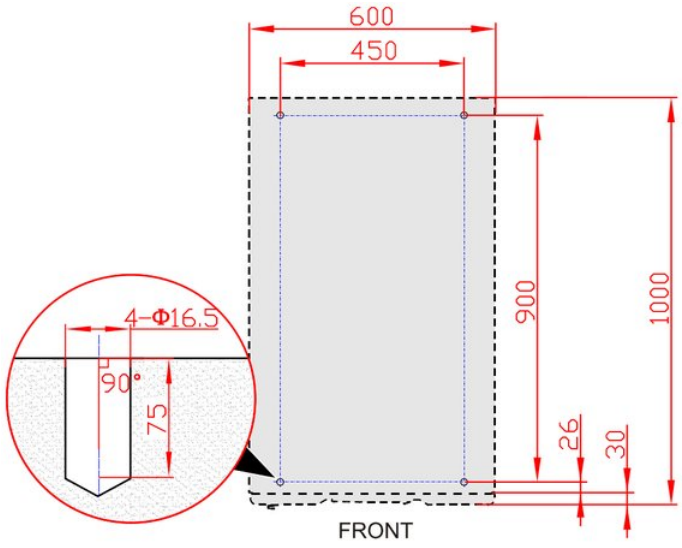

FIGURE 3-17 Bottom installation size (bottom view of pedestal)
2. With a hammer drill, drill four Φ16.5 mm holes according to the base fixing dimensions (Figure 3-17).